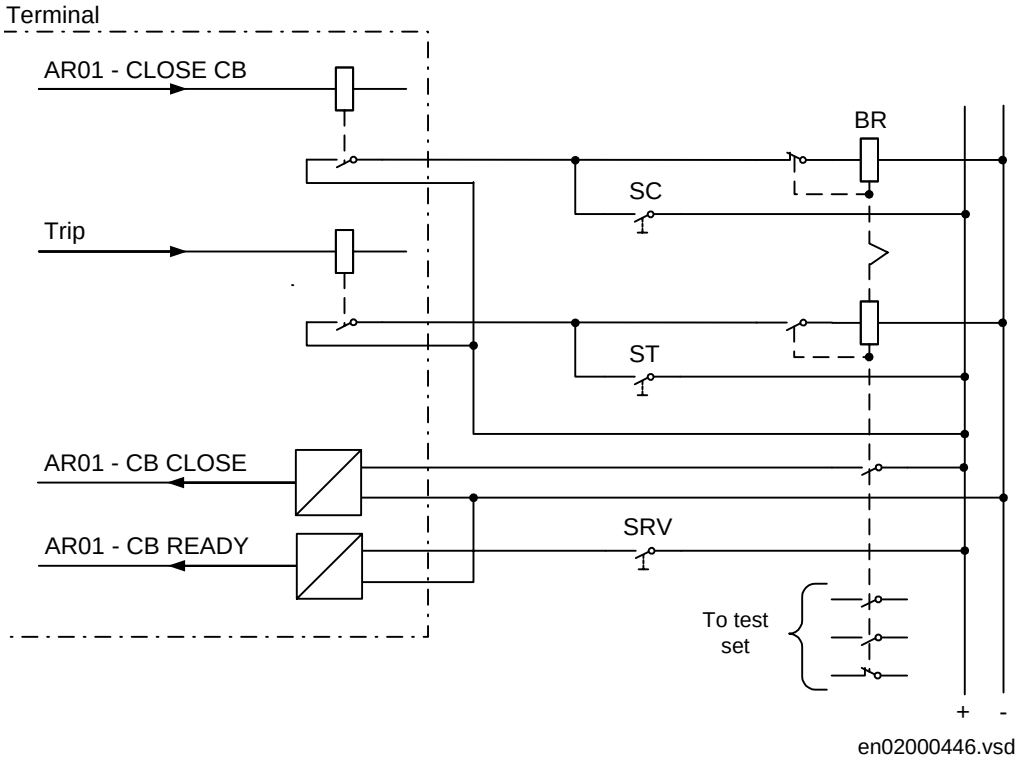

Figure 18: Simulating breaker operation with two auxiliary relays.
The test is performed together with protection and trip functions. Figure 18 illustrates a recommended testing scenario, where the circuit breaker is simulated by an external bistable relay (BR), for example an RXMVB2. The following switches are needed:
- Switch close (SC)
- Switch trip (ST)
SC and ST can be push-buttons with spring return. If no bistable relay is available, replace it with two self-reset auxiliary relays as in figure 18.
4. **Do the testing arrangements outlined above, for example as in figure 18.**